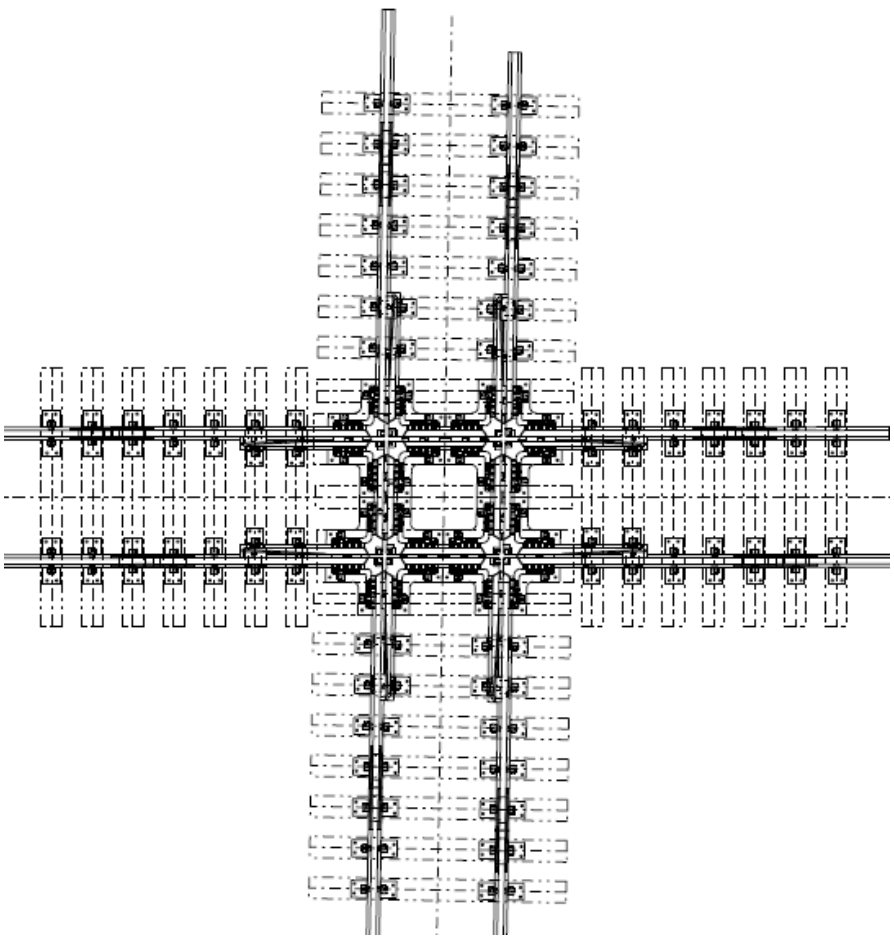

Figure 5-FF
- OWLS (One Way Low Speed) – crossing central angle is 35-90 degrees, refer to Figure 5-GG.